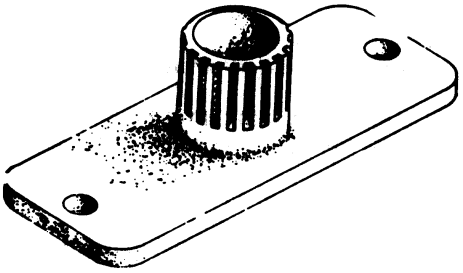

Figure 19. 3738 Starter Shaft Holder
l. Install 3738 starter shaft holder (figure 19) in starter shaft spline and secure with work nuts.